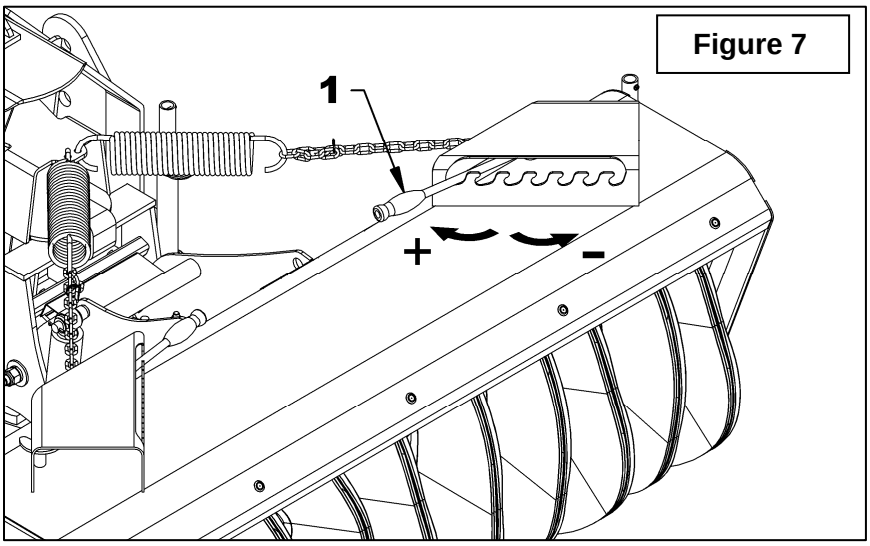

Figure 7
Figure 7: During travel, the broom must be placed in transport mode. To do so, move the engagement levers (item 1) towards the front in the furthest notches and raise the broom with the tractor's hydraulic lever.
5. To adjust ground pressure, simply raise the engagement lever (**Fig. 7,** item 1), move it forward or backward in the notches of the tension adjustment box. To reduce ground pressure, move the engagement lever toward the front of the broom. To increase, move towards the rear of the broom. Make sure the weight is evenly distributed on both sides. An asymmetric adjustment may be necessary to counterbalance the weight of the broom and the ground pressure.
NOTE: Attach the spring in another chain link if the engagement levers (**Fig. 7,** item 1) cannot be set to obtain a proper adjustment. Shorten the chain if the path cleaned is wider than 3 3/4" and lengthen the chain if it's narrower than 3 1/4". See the section ***"Installation of the Tension Springs"*** to make this adjustment.